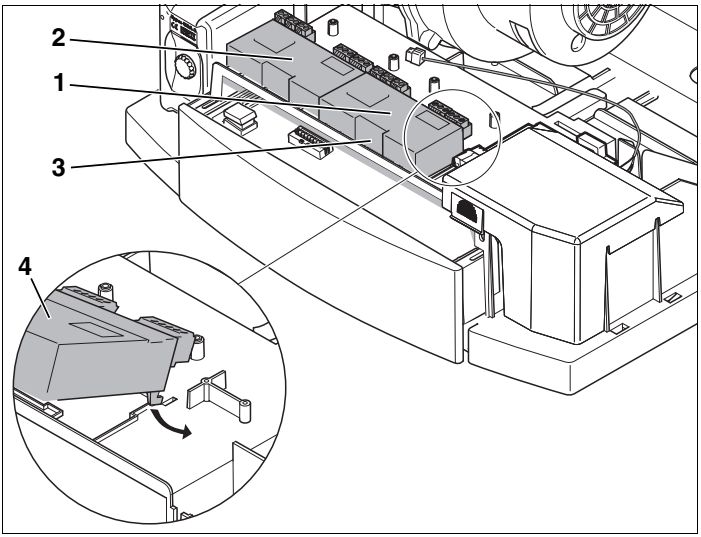

Rys. 2 Włożenie i zatrzaśnięcie modułu funkcyjnego
- Umieścić moduł funkcyjny (rys. 2, **poz. 4**) zaczepami w wycięciach i zatrzasnąć w zamku (rys. 2, **poz. 3**).